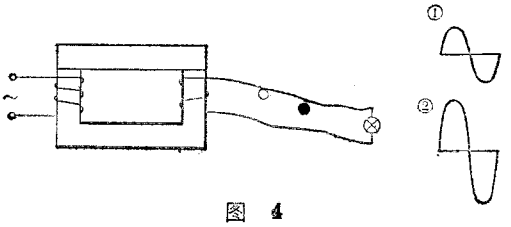

图 4
(2) 变压器的变压比
取掉原变压器次级线圈，初级按上法连接。用一根2米长的塑料线，其两端接灯泡，在铁芯一边绕十圈左右当次级（如图4所示），然后开启电源，这时灯泡微亮，在示波器上可观察到较小的波形，如图4中①所示。然后移开条形铁芯，加绕次级线圈的圈数，重复上述实验，可发现灯变亮，示波器上的波形幅度变大，如图4中②所示。以上演示可定性地说明变压器的变压比与初、次级线圈圈数比有关。